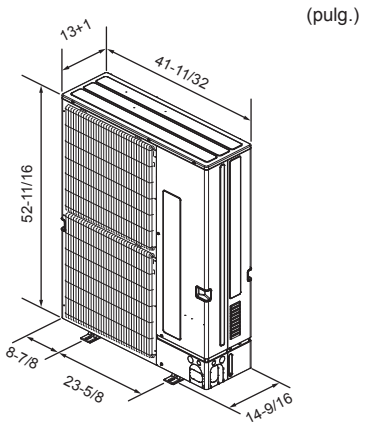

Fig. 2-2
2.4. Dimensiones exteriores (Unidad exterior) (Fig. 2-2)